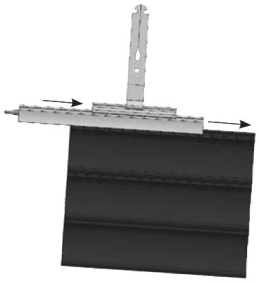

Рис. 5
3. Вставить верхний алюминиевый профиль со стальными штифтами в верхний профиль полотна. Вставить тяговые пружины в алюминиевый верхний профиль (рис. 5)